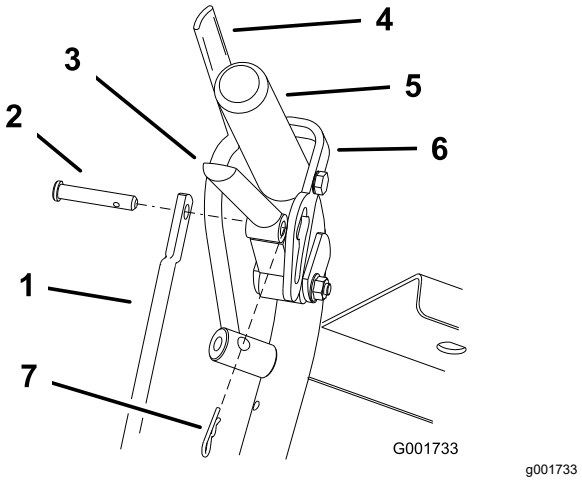

Figuur 36
1. Stel de lengte van de stang af door de rijhendel los te laten en de haarspeldveer en gaffelpen te verwijderen (Figuur 36). Draai de stang in de fitting (Figuur 36).
4. Steek de gaffelpen in de rijhendel (Figuur 36).
6. Steek de haarspeldveer tussen de rijhendels en de vergrendeling van de neutraalstand en in de gaffelpennen (Figuur 36).